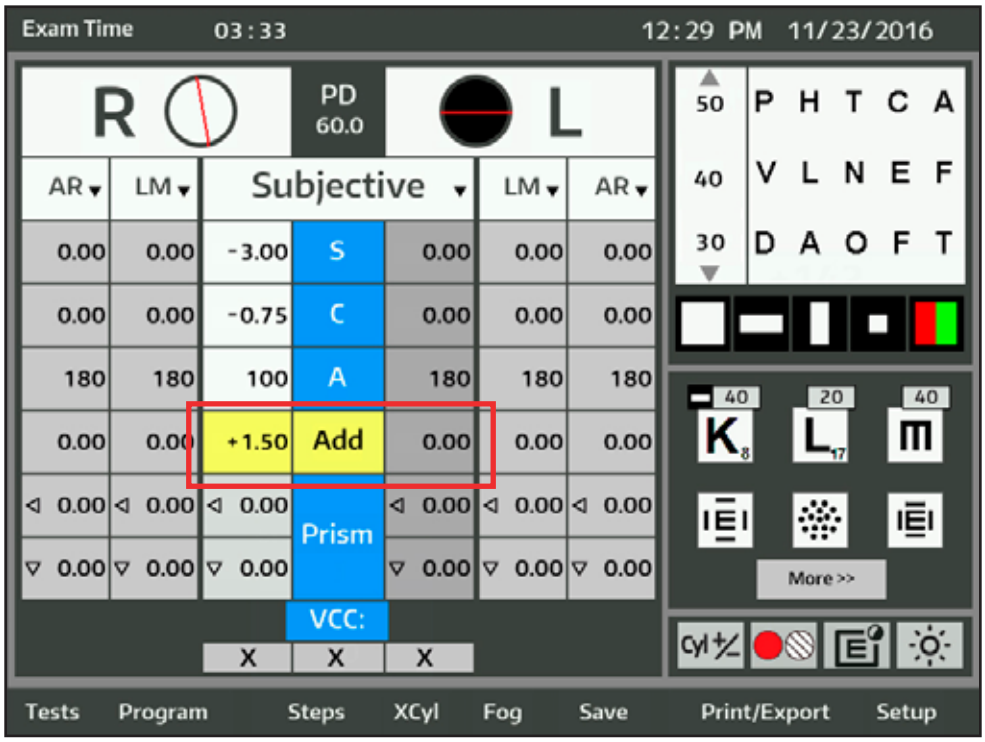

Figure IU-19 Cylindre croisé - Écran du test Vision de près
1. Appuyer sur ADD sur l’écran principal. Se reporter à la Figure IU-19.